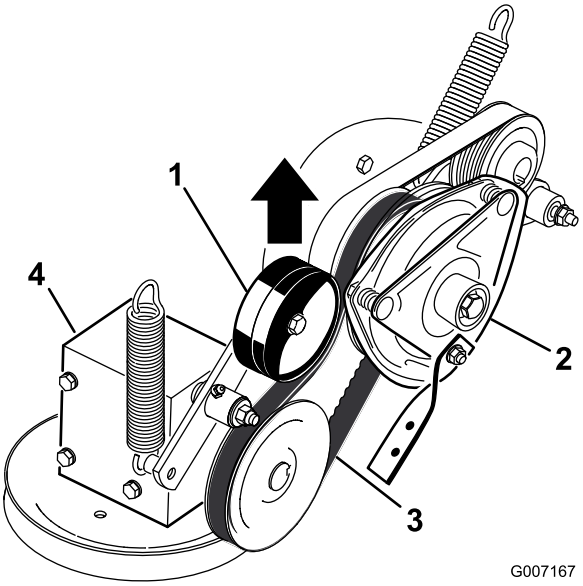

Figuur 52
5. Trek aan de veerbelaste spanpoelie voor de drijfriem van de aftakas en verwijder de riem van de poelie van de koppeling (Figuur 52).
17. Trek aan de veerbelaste spanpoelie voor de drijfriem van de aftakas en monteer deze op de poelie van de koppeling (Figuur 52).